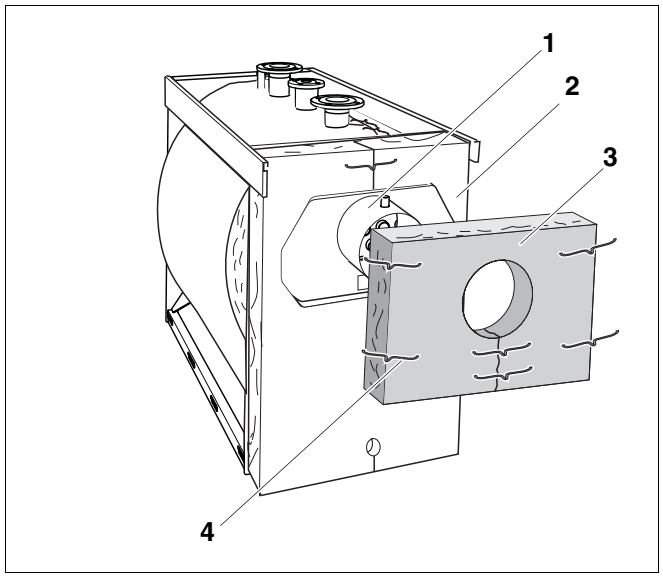

Рис. 25 Монтаж теплоизоляции коллектора дымовых газов
- Установить теплоизоляцию коллектора дымовых газов (рис. 25, **поз. 3**) вырезом на штуцер дымовых газов (рис. 25, **поз. 1**).
- Теплоизоляцию коллектора дымовых газов (рис. 25, **поз. 3**) прикрепить скобами (рис. 25, **поз. 4**) к теплоизоляции корпуса котла (рис. 25, **поз. 2**).